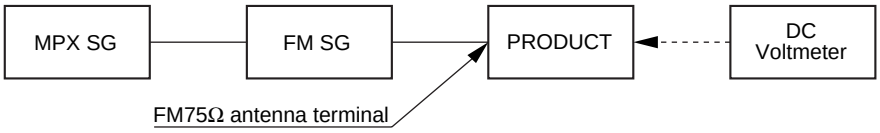

Fig.1 Adjustment Wiring Diagram
• Connect the wiring as shown in Fig. 1.